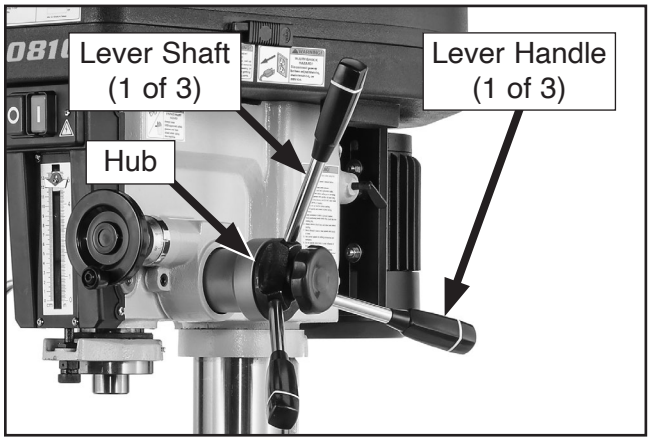

Figure 11. Coarse downfeed levers installed.
6. Install lever shafts and handles onto coarse downfeed hub (see **Figure 11**).